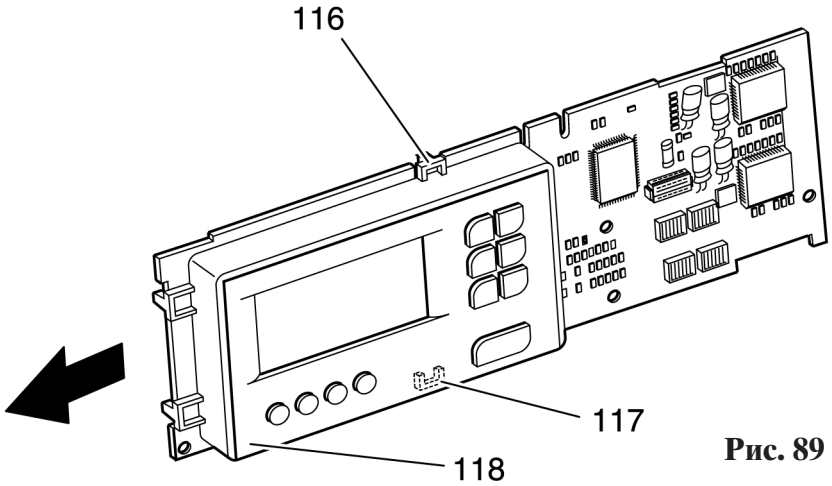

Рис. 89
- Слегка отожмите фиксаторы 116 и 117 вверх и вниз (рис. 89).